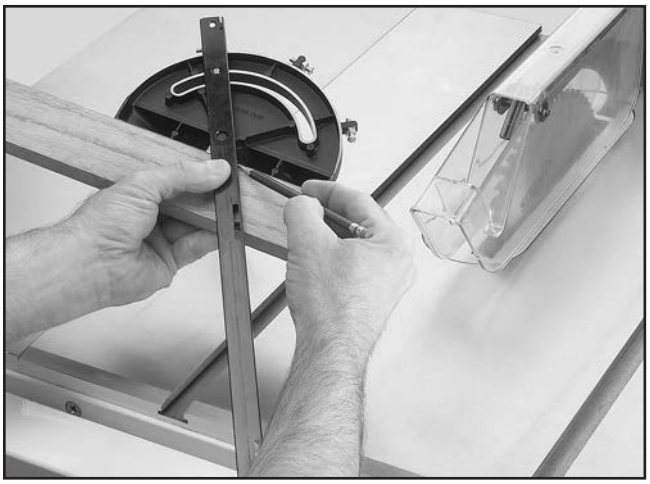

Figure 43. Example of marking miter line.
4. Place face of miter gauge against edge of workpiece and place bar across face of workpiece. Use bar as a guide to mark your cut, as shown in **Figure 43**.